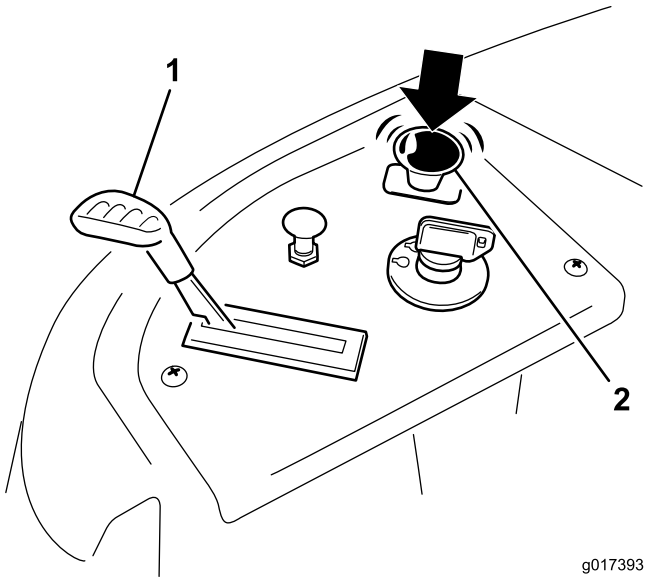

Figure 13
2. Move the throttle to the fast position (Figure 13).
3. Disengage the blades by moving the blade-control switch to Off (Figure 13).